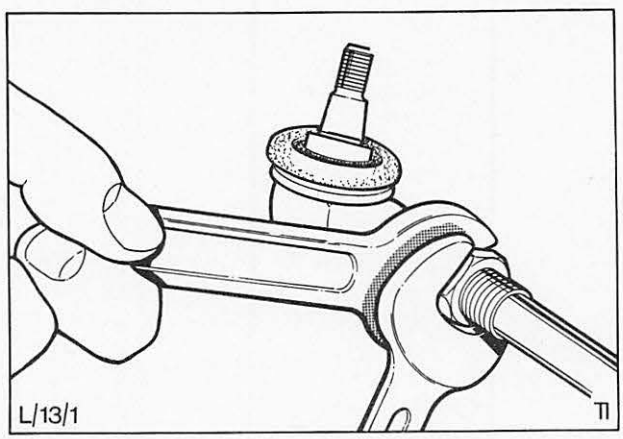

Abb. 44 Spurstangenendstück von der Spurstange entfernen
4. Spurstangenendstücke und Kontermuttern von der Spurstange abschrauben (Umdrehungen für den Wiedereinbau zählen), Abb. 44.